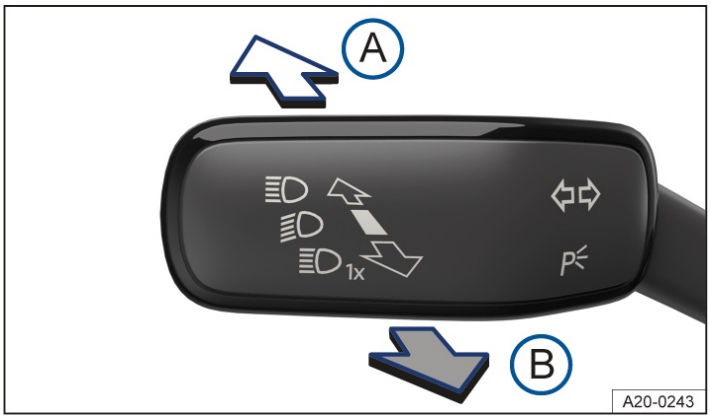

Fig. 1 On the left side of the steering column: turn signal and high beam lever.
3. Press the turn signal and high beam lever forward out of the center position→ *fig. 1*.
1. Pull the turn signal and high beam lever backward out of the center position→ *fig. 1*.
1. Pull the turn signal and high beam lever backward out of the center position and hold it→ *fig. 1*.